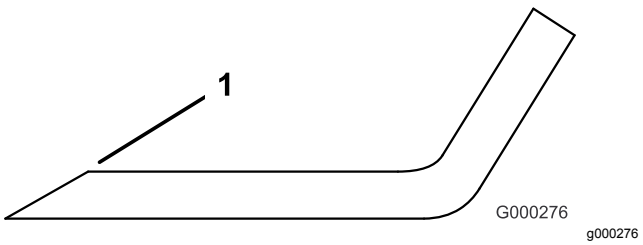

Figur 102
1. Anvend en fil til at slibe begge ender af skærekniven (Figur 102).